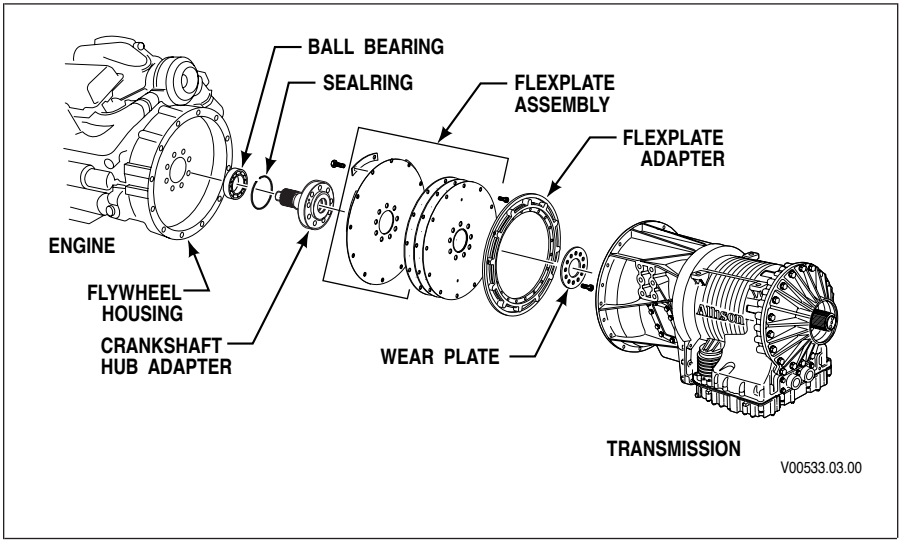

Figure 5–4. Arrangement of Adaptation Components
c. Flexplate Assembly Installation. Install the flexplate onto the engine crankshaft hub using the bolts and torque values specified for that engine. Refer to Figure 5–1 or Figure 5–2 for the proper position of an installed flexplate.